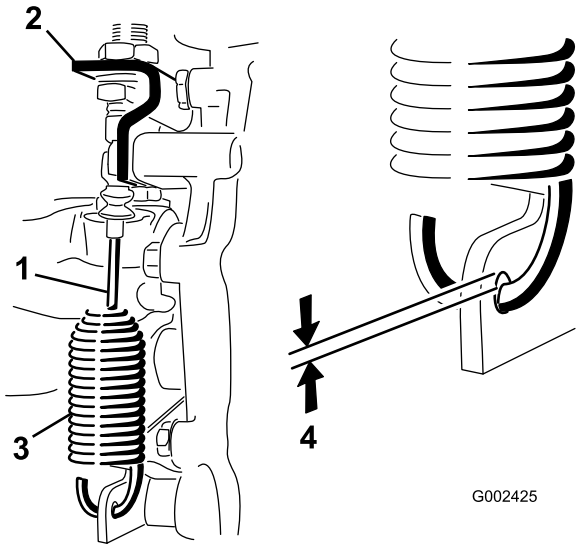

Figur 55
2. Løsne på låsemutterne som fester differensialsperrekabelen til braketten på transakselen (Figur 55).